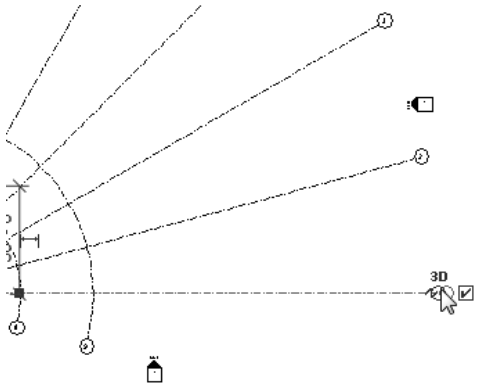

Figure 3-62 *Moving the cursor toward the endpoint*
1. To start resizing, select the first grid line of the project and then move the cursor towards its endpoint near the grid bubble, as shown in Figure 3-62.